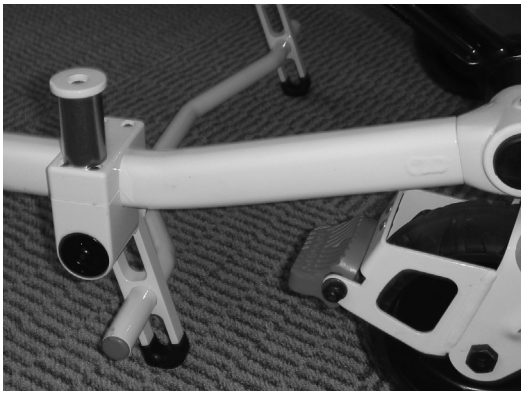

Figur 39
3. Begge operatører skal sørge for, at støttebenet er i fremadvendt låst position som vist i Figur 39.